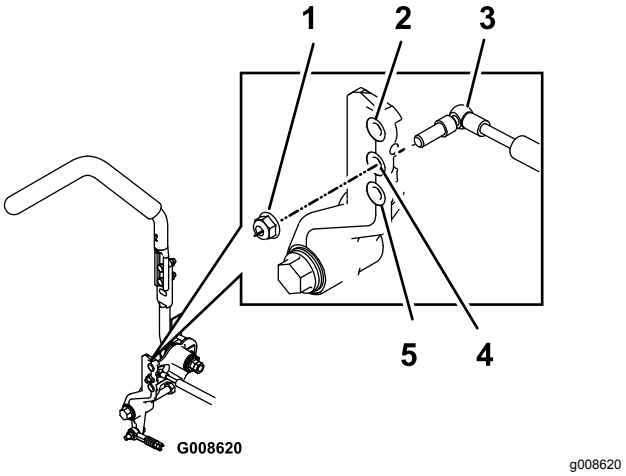

Figur 63
1. Skrue (4)
3. Fjern låsemutteren, flytt dempermonteringsbolten til ønsket stilling og monter låsemutteren. Se Figur 63 for å få monteringsalternativer.